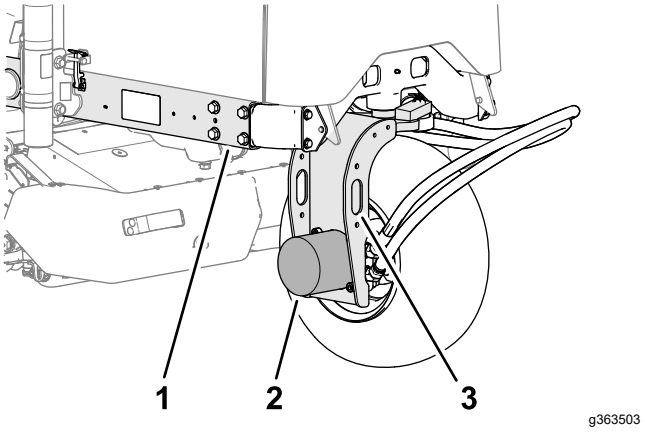

Figuur 55
2. Bevestig een takel aan het bindoog van de vork van het achterwiel (Figuur 55).